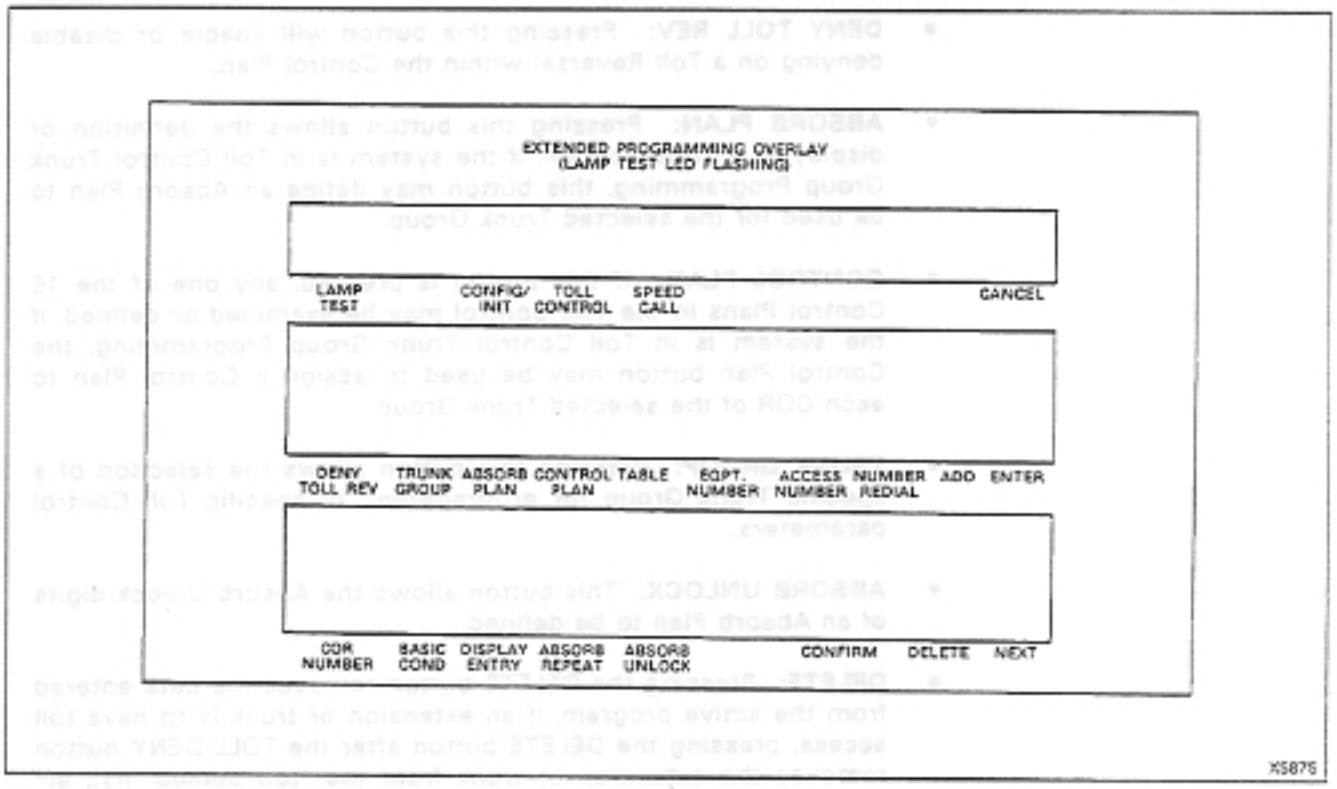

Figure 7-1 Extended Programming Console Overlay
7.01 The Extended Programming console faceplate layout is shown in Figure 7-1. The faceplate differs from other programming faceplates, in that certain buttons bear different designations required for Multi-Digit Toll Control. For a brief description of each button and its function, see the appropriate description, as follows: